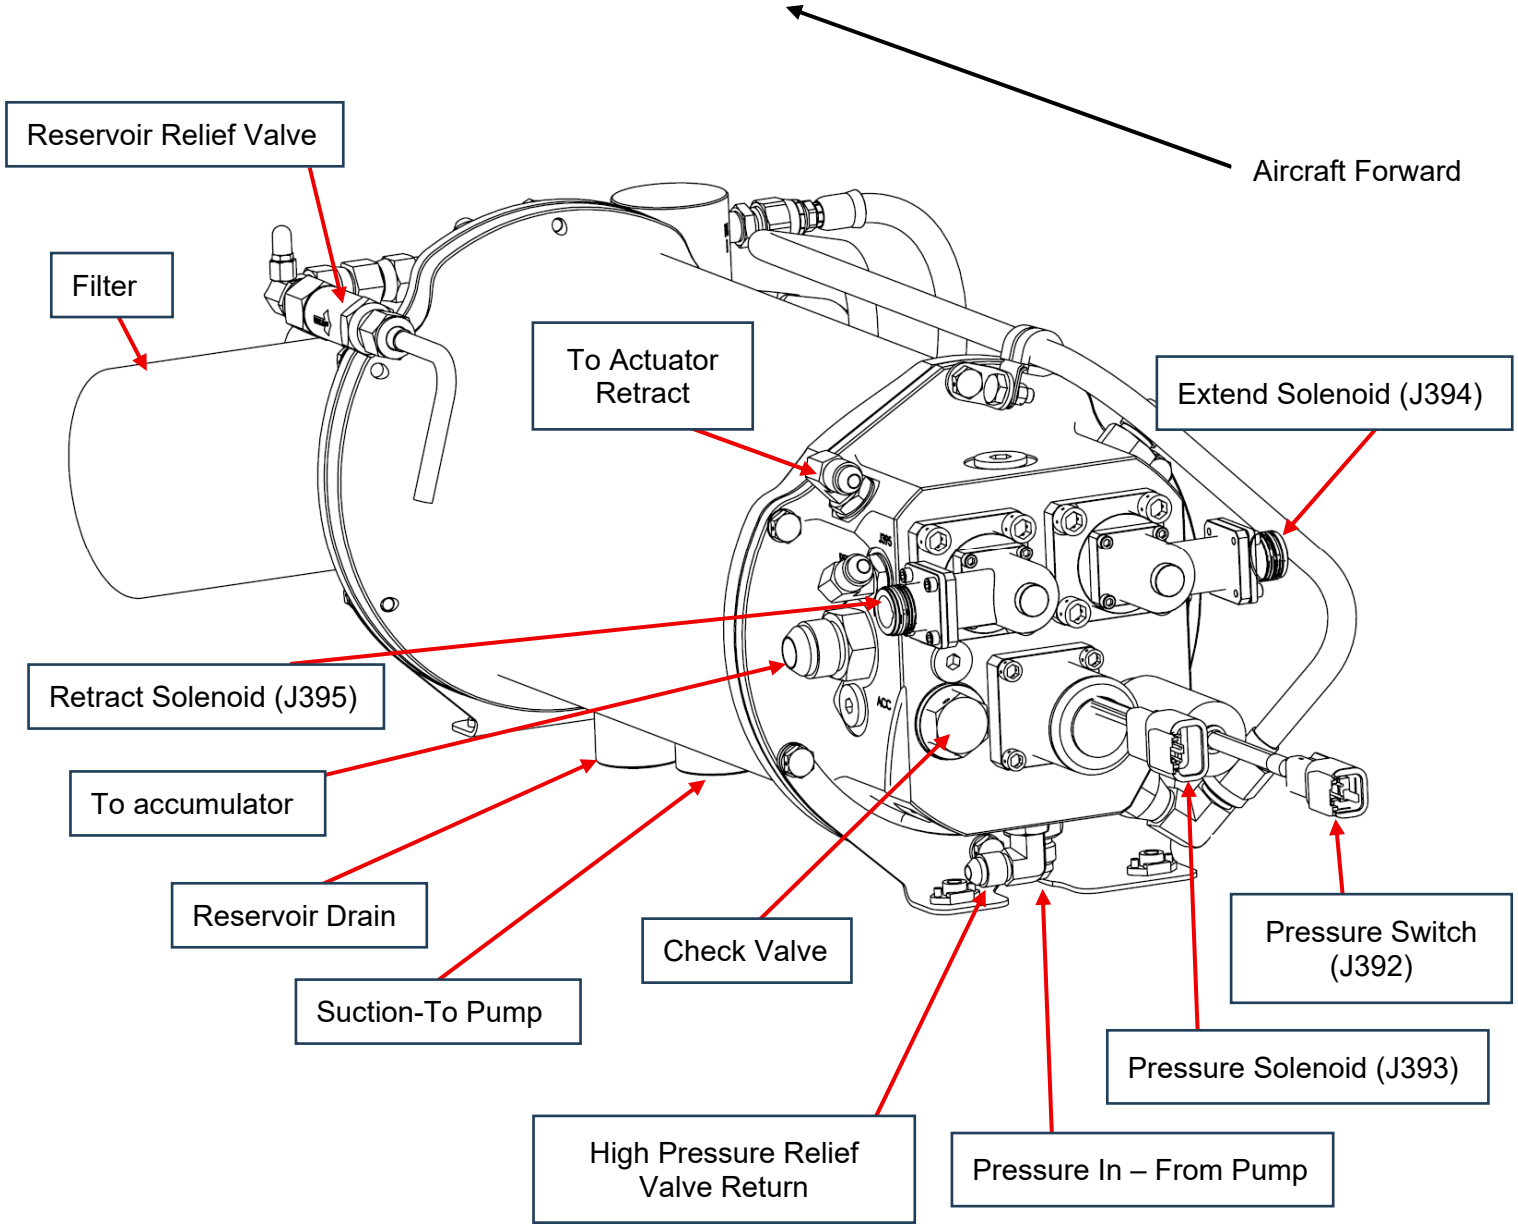

Figure 1: Hydraulic Reservoir AFT view
15. Modify the hydraulic reservoir (refer to figure 1).